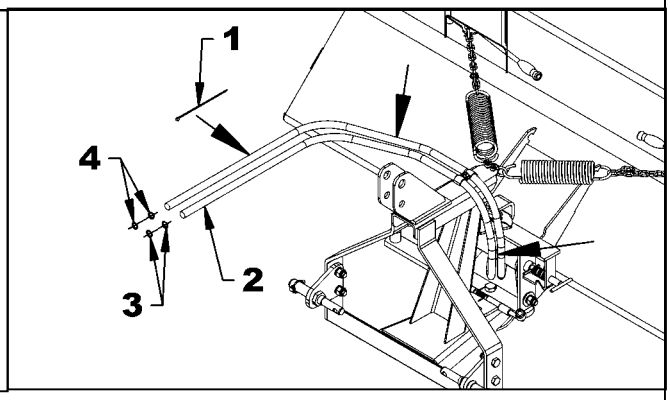

Figure 12A
2. **Figure 12A, B ou C:** À l'aide de 3 attaches de nylon (item 1), fixer ensemble les boyaux (item 2) aux endroits indiqués par les flèches illustrées sur la figure. Les 2 autres attaches de nylon pourront être utilisées pour rouler et fixer ensemble les surplus de boyaux.
4. **Figure 12A, B ou C:** Fixer un anneau d'identification rouge (item 3) sur le connecteur de l'un des boyaux et l'autre anneau d'identification rouge (item 3) sur la prise hydraulique associée de la valve du tracteur. Fixer un anneau d'identification bleu (item 4) sur le connecteur du second boyau et l'autre anneau d'identification bleu (item 4) sur la seconde prise hydraulique de la valve du tracteur.
NOTE: Si en actionnant la valve du tracteur le balai ne tourne pas dans la direction voulue, inverser la connexion des boyaux sur la valve et associer en conséquence la couleur des anneaux d'identification (fig.12A-B-C, items 3 et 4).